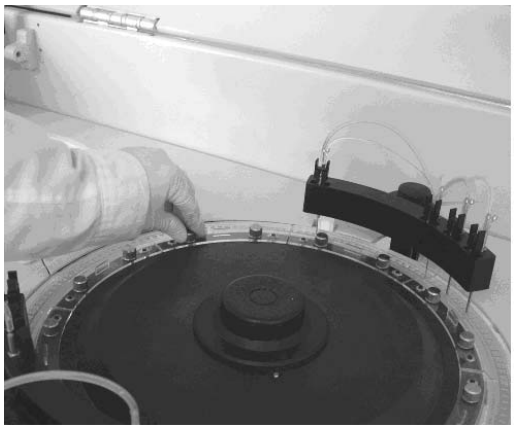

Figure 10-4-13
b)Wear protective gloves, and remove the set screws of the reaction cuvettes as Figure 10-4-13 shows: